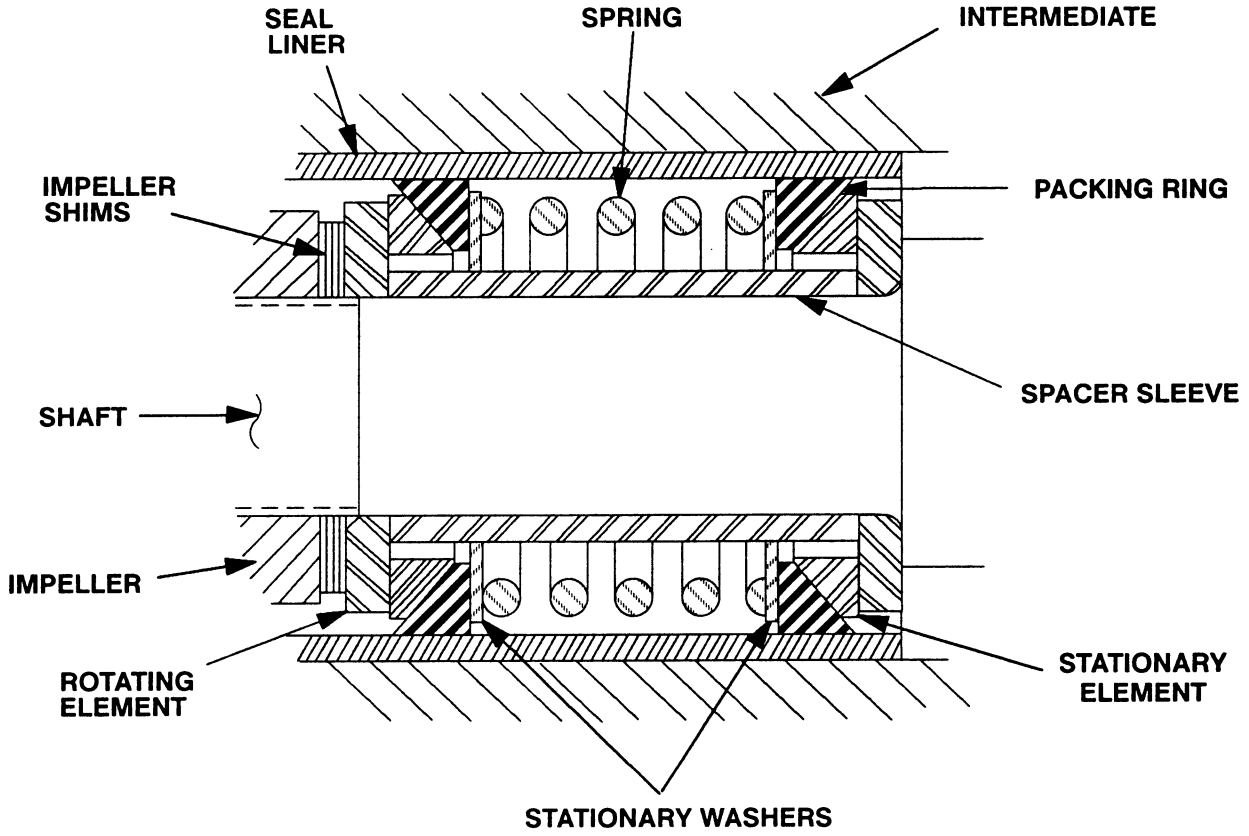

Figure 4. GS625 Seal Assembly
Before removing the impeller (2), turn the cross arm on the automatic grease cup (8) clockwise until it rest against the cover (see Figure 4). This will prevent the grease from escaping when the impeller is removed.
To ease installation of the seal, lubricate the packing rings and seal liner with water or a very **small** amount of oil, and apply a drop of light lubricating oil on the finished faces. Assemble the seal as follows, (see Figure 4).